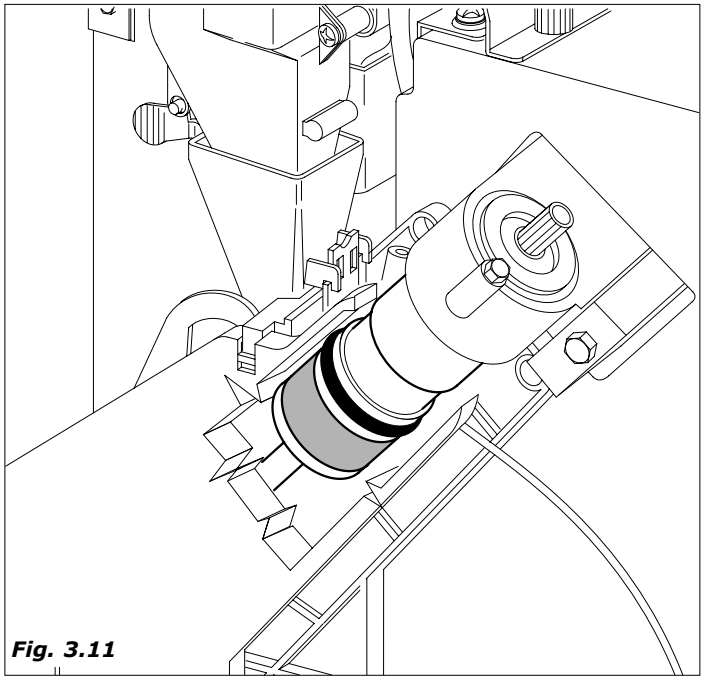

Fig. 3.11
- ativa-se o motoredutor rotação grupo para levá-lo em posição de distribuição e contemporaneamente comprimir a pastilha *(Fig.3.11)*.